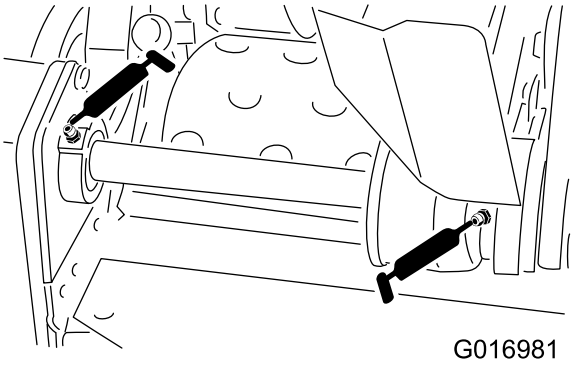

Figur 20
- 2 på knivcylinderens mellemaksellejer (Figur 20)